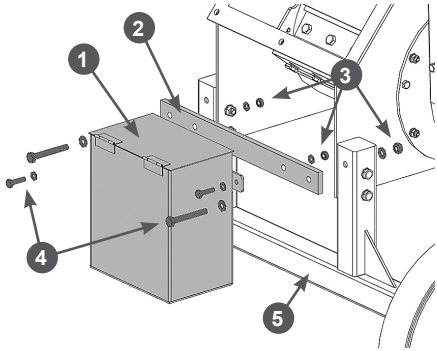

Рис. 10 Установка ящика для аккумулятора
8. Установите ящик для аккумулятора. Сначала прикрепите пластину крепления ящика к кронштейну колёс. Совместите отверстия в пластине 2 и кронштейне 5, вставьте в отверстия болты М10х80 и закрутите гайки М10 (Рис. 10). После этого прикрепите ящик к пластине. Совместите отверстия в ящике 1 и пластине 2, вставьте в отверстия болты М8х25 и закрутите гайки М8 (Рис. 10).